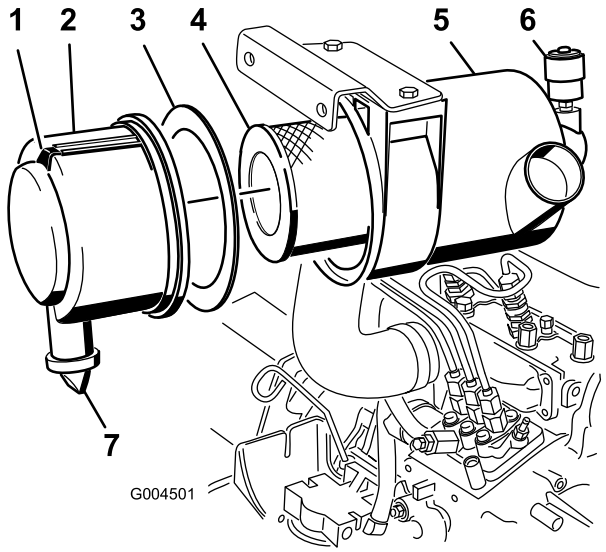

Figura 34
3. Revise el filtro del limpiador de aire cuando el indicador del limpiador de aire se vea rojo o cada 400 horas y con más frecuencia en condiciones extremas de polvo o suciedad (Figura 34).